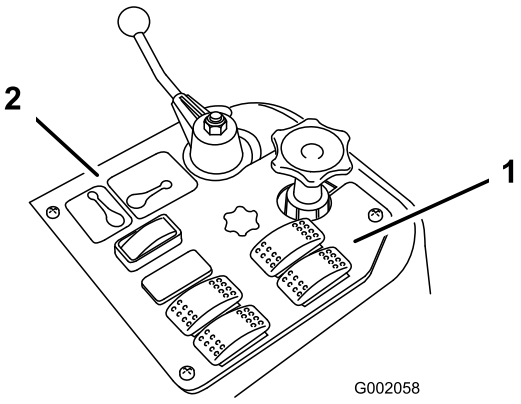
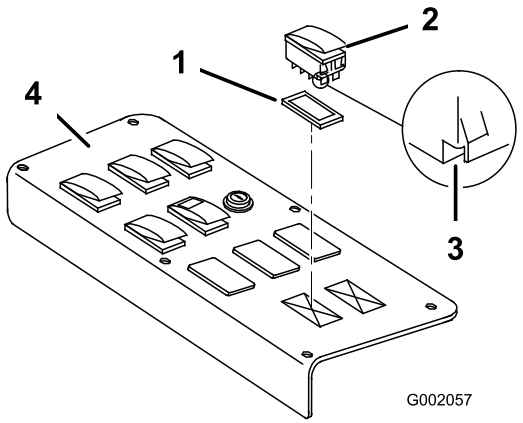

图24
图25
2. 从车辆的喷洒控制面板上提起并拆下 2 个栓塞，然后在空出的位置安装 2 个摇臂开关（请参阅图24对于 Multi Pro 1200 和图25对于 Multi Pro 1250）。
注意： 确保开关的方向与图25 所示的一致，使槽口指向车辆的后部。